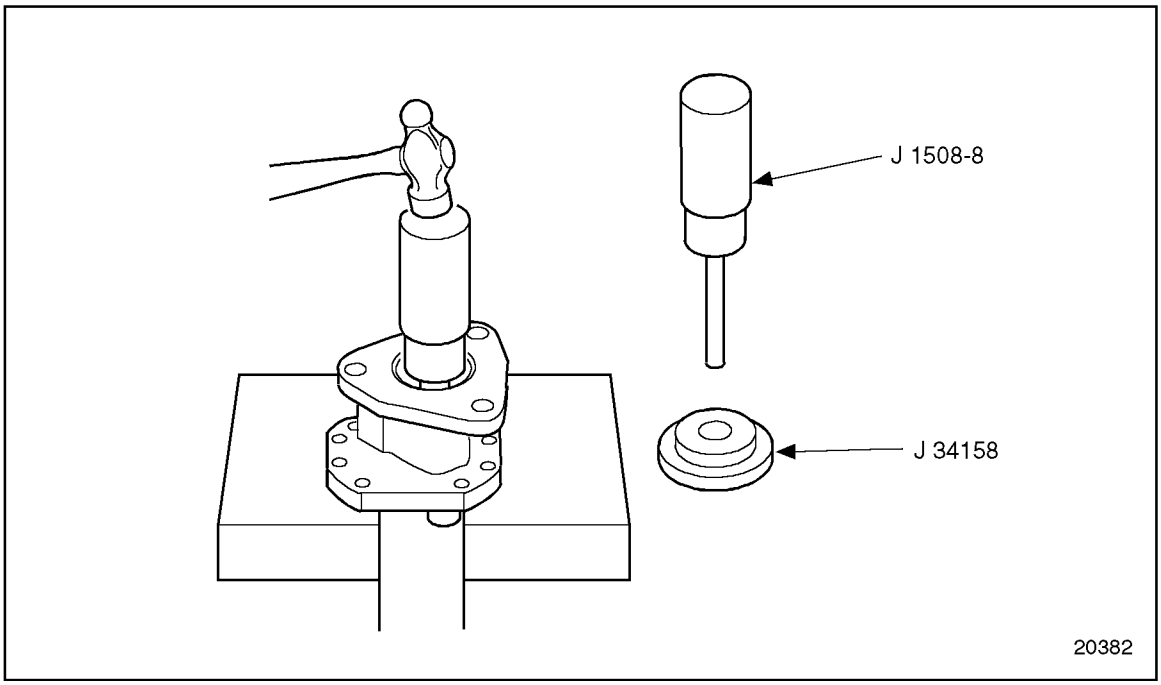

Figure 2-51 Installing Outer Oil Seal
5. Remove the installer and reverse the adaptor, placing the narrow end against the installer handle. See Figure 2-51.